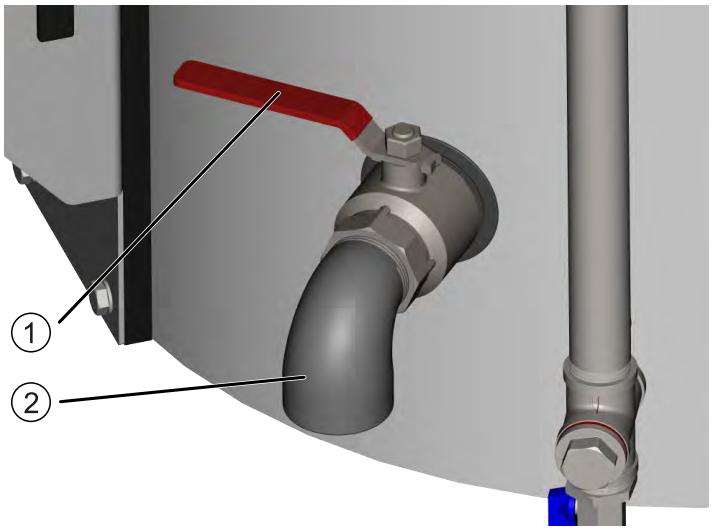

Рисунок 21: Клапан с рычагом
2. Подставьте подходящий сосуд под слив ② сливного клапана (см. „Рисунок 21: Клапан с рычагом“.)
3. Откройте сливной клапан, потянув рычаг ① против часовой стрелки (см. „Рисунок 21: Клапан с рычагом“.)
5. Закройте сливной клапан, повернув рычаг ① по часовой стрелке в исходное положение.